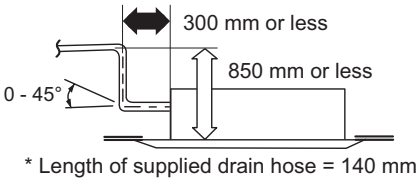

Fig. 2-60
- **In cases where it is necessary to raise the height of the drain piping, the drain piping can be raised to a maximum height of 850 mm above the bottom surface of the ceiling. Under no conditions attempt to raise it higher than 850 mm above the bottom surface of the ceiling. Doing so will result in water leakage. (Fig. 2-60)**